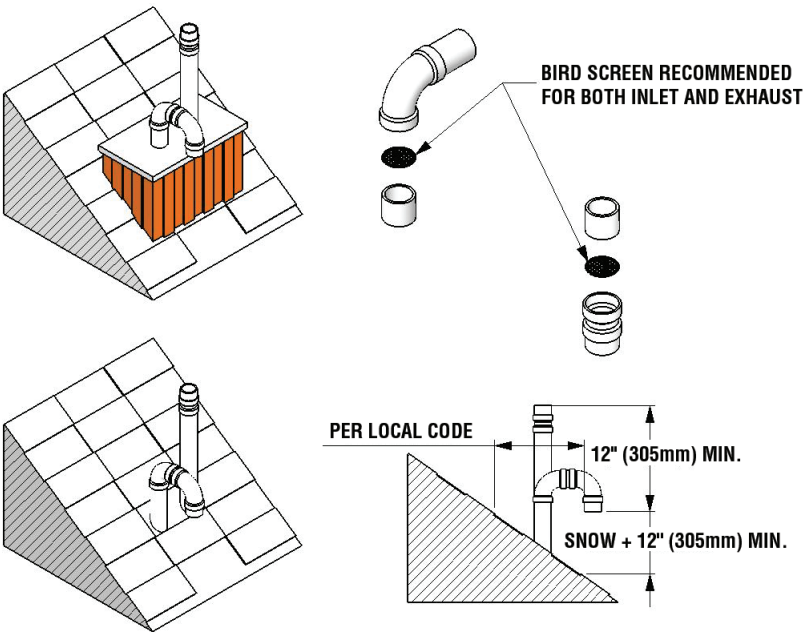

*Figure 5b: Rooftop vent terminal configurations*
- The intake air pipe is not typically drained, so it must be terminated with a down-turned elbow *(see Figure 5b).* The intake pipe does not need to penetrate the roof at the same elevation as the exhaust (as shown); lower down the roof is OK.